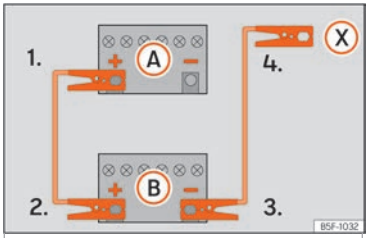

Fig. 43 Schéma de branchement pour les véhicules non équipés du système Start-Stop.
2. Raccordez une extrémité du câble de démarrage *rouge* au pôle positif (+) du véhicule dont la batterie est déchargée (A) ››› **fig. 43**.
3. Raccordez l'autre extrémité du câble de démarrage *rouge* à la borne positive (+) du véhicule fournissant le courant (B).
4a. *Sur les véhicules sans système Start-Stop :* raccordez une extrémité du câble d'urgence *noir* à la borne négative (–) du véhicule fournissant le courant (B) ››› **fig. 43**.